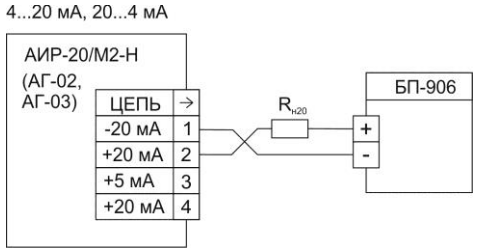

Figure 2.27
2.4.4.7 Electrical connection diagrams through connectors SHR22, GSP or PLT-164-R for AH-02 and AH-03 housings (variant with connection polarity **«K1-»**) are indicated in Figures 2.27 - 2.26.